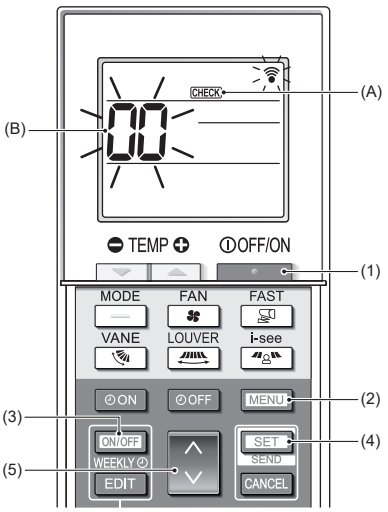

Abb. 7-6
■ **Selbstprüfung (Abb. 7-6)**
1. Drücken Sie die Taste [ ] (1), um die Klimaanlage anzuhalten.
- Wenn der Wochen-Timer aktiviert ist (WEEKLY eingeschaltet ist), drücken Sie die Taste [ON/OFF WEEKLY] (3), um ihn zu deaktivieren (WEEKLY ist ausgeschaltet).
2. Drücken Sie die Taste [MENU] (2) 5 Sekunden lang.
- CHECK (A) leuchtet auf und das Gerät tritt in den Selbstprüfungsmodus ein.
3. Drücken Sie die Taste [ ] (5) zum Auswählen der Kältemitteladresse (M-NET-Adresse) (B) des Innengeräts, für das die Selbstprüfung ausgeführt werden soll.
4. Drücken Sie die Taste [SET] (4).
5. Drücken Sie die Taste [ ] (1).
- CHECK (A) und die Kältemitteladresse (M-NET-Adresse) (B) erlöschen; die Selbstprüfung ist beendet.